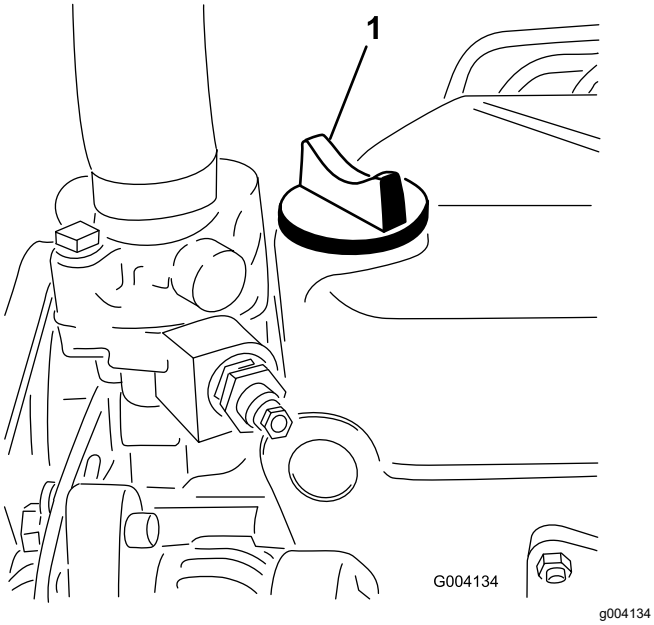

Figur 60
5. Hvis olieniveauet er under FULL-mærket, skal du fjerne påfyldningsdækslet (Figur 60) og fylde olie på, indtil niveauet når FULL-mærket på målepinden.